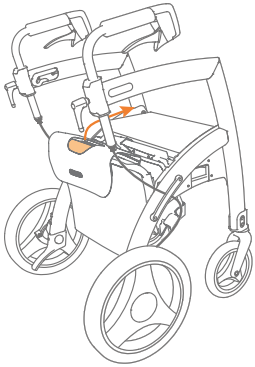

Figure 33: Tirer le dossier vers le haut et vers l'avant.
b. Si vous voulez convertir le déambulateur en chaise roulante, dépliez le kit chaise roulante. Prenez la poignée du kit chaise roulante et tirez le dossier vers le haut et vers l'avant du Rollz Motion **(Figure 33)**.